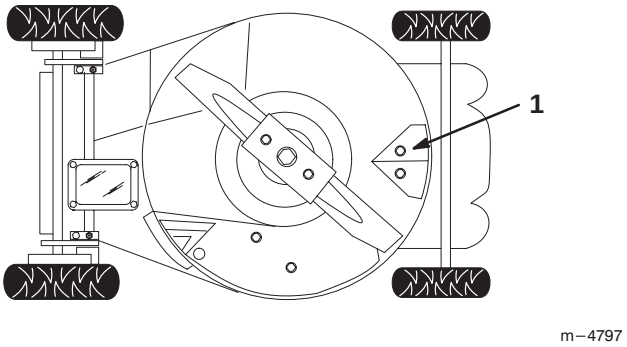

Abbildung 22
Die Unterseite des Rasenmähergehäuses sauber halten. Besonders darauf achten, daß die Prallbleche frei von Fremdkörpern sind (Abb. 22).
4. Den Rasenmäher auf die **linke** Seite kippen (Abb. 22).